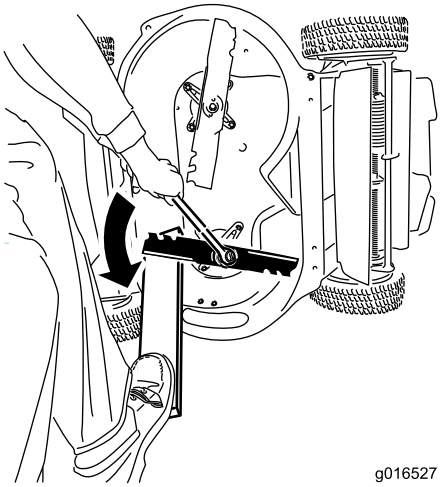

Figura 32
1. Utilice un bloque de madera para inmovilizar cada cuchilla y gire el perno de la cuchilla en el sentido contrario a las agujas del reloj, según se muestra en Figura 32.